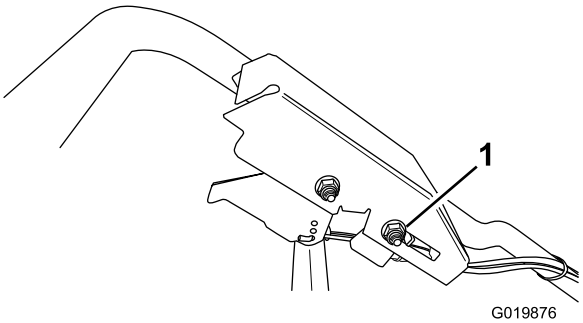

Figura 38
2. Allentate il dado del supporto cavo (Figura 38).